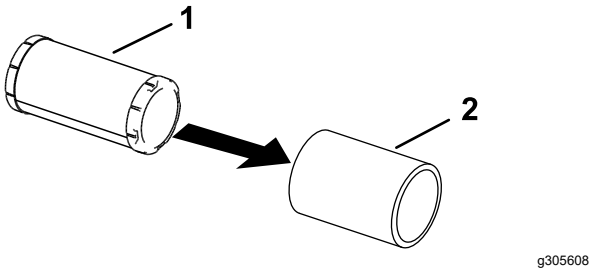

Figura 31
5. Separe los elementos de gomaespuma y papel (Figura 31).